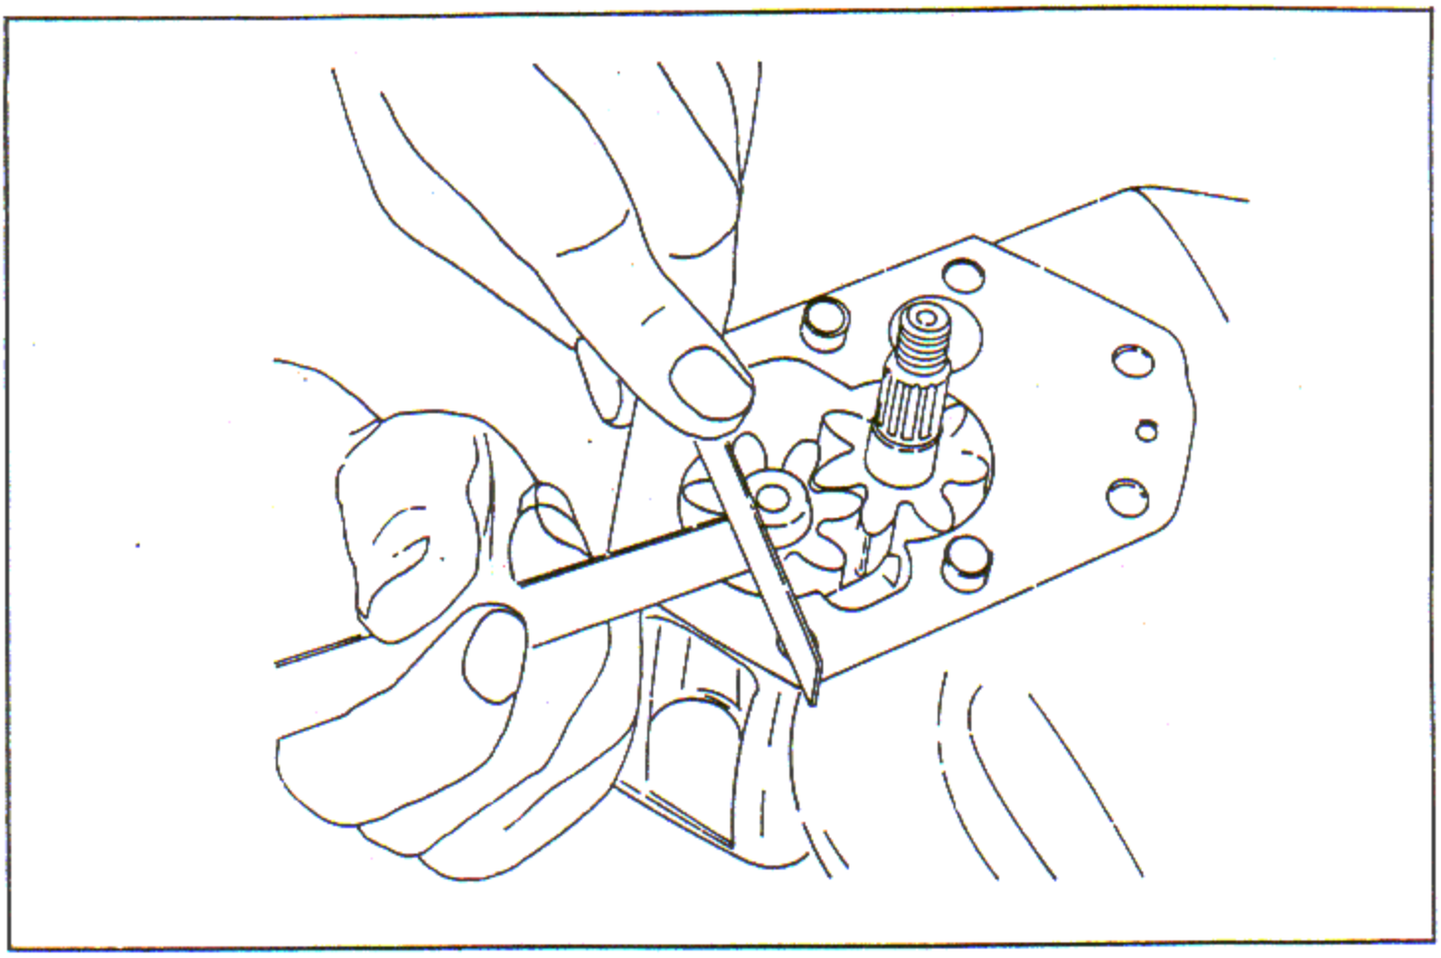

Figure 7-45. Checking End Clearance of Oil Pump Drive Shaft Gear and Driven Gear
d. Install the oil pump drive shaft gear and the driven gear (scavenge pump). Place a straight edge across the pump body and check the end play of the gears with a feeler gage as shown in figure 7-45. Check these clearances against references 525 and 529, Table of Limits, Section IX. Allow for the thickness of the end plate gasket.